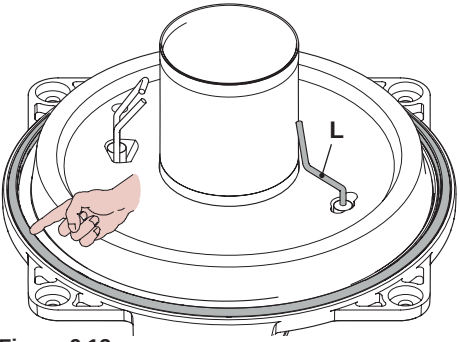
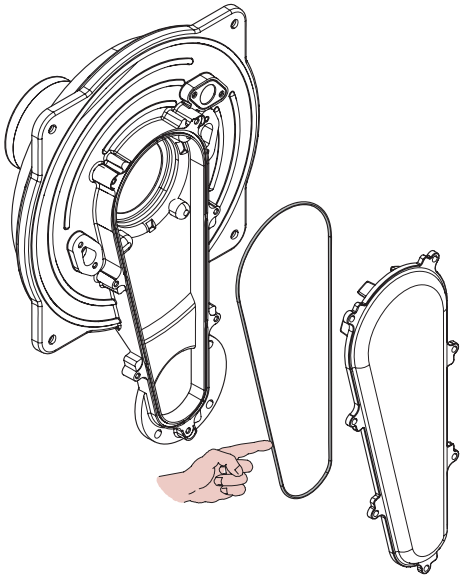

Figura 9.13
Figura 9.14
- La guarnizione in silicone della parete frontale della camera di combustione Figura 9.13 e la guarnizione del coperchio condotto aria/gas (Figura 9.14) devono essere cambiate se deteriorate e comunque devono essere obbligatoriamente sostituite ogni 2 anni.
- L'elettrodo di rilevazione **L** in Figura 9.13 funge anche da sensore per il corretto scarico della condensa.